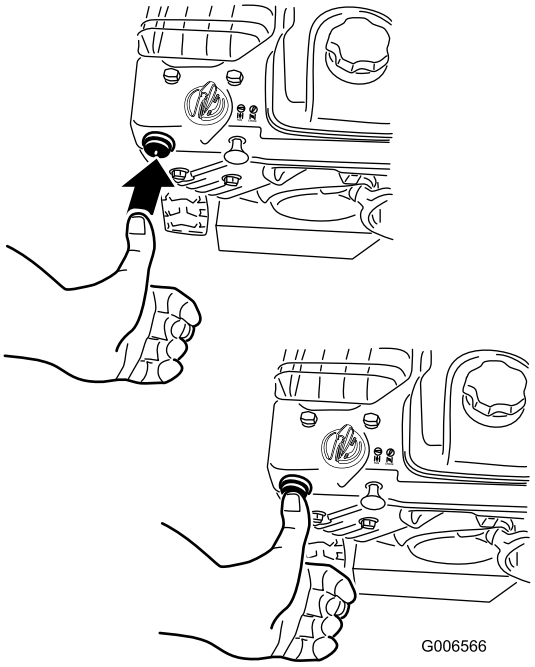

Figur 27
4. Trykk inn primeren med tommelen to ganger (-9 °C eller over) eller fire ganger (under -9 °C), og hold primeren inne i ett sekund før du slipper den, hver gang du trykker den inn (Figur 27).